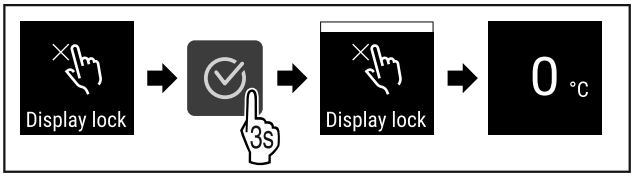

Fig. 77
▶ Ejecutar los pasos (consulte Fig. 77) .